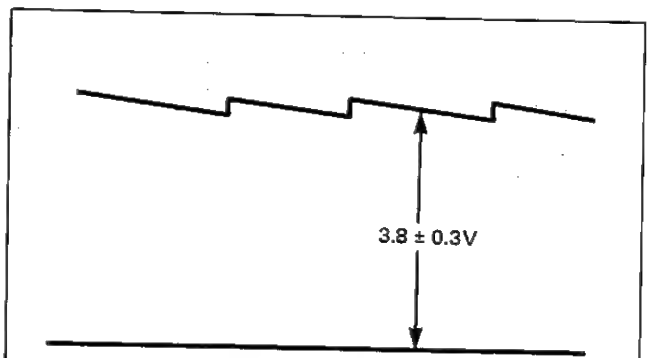

Figure 49. Capstan lock adjustment
3) Observe waveform at TP-711 with an oscilloscope (GND at TP-714) and adjust R7740 (CAPSTAN LOCK) to meet the requirement given in Figure 49.